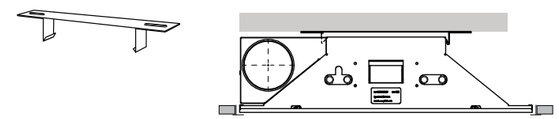

FIGURE 4. Juno IQHC hanging bracket.
2) Brackets shall be provided for rod installation (See **FIGURE 4**). These brackets will have a snap type connection with the beam that will allow for the beam to be repositioned along the length of the beam. The brackets will have oval mounting holes which will allow for the beam to have fine adjustment perpendicular to the length beam while the metal bracket will have gross adjustment along the same adjustment path.